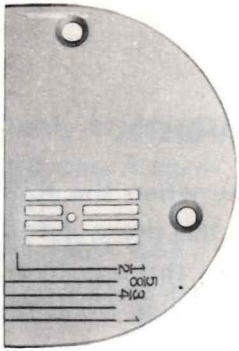

Fig. 22
(D) Replace with straight stitch needle plate (Fig. 22)